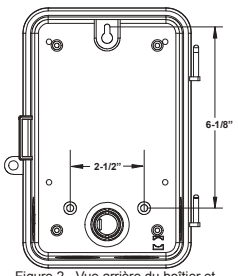

Figure 2 - Vue arrière du boîtier et dimensions des orifices de montage
4. Placez le boîtier à l'emplacement de montage voulu et marquez les trois orifices de montage (voir la figure 2 ci-dessous pour les dimensions). Placez d'abord la vis supérieure et l'une des entretoises fournies, puis accrochez le boîtier à la boutonnière. Insérez les deux vis restantes à travers les orifices de montage au bas du boîtier en les faisant passer chacune par les entretoises fournies, jusque dans le mur.